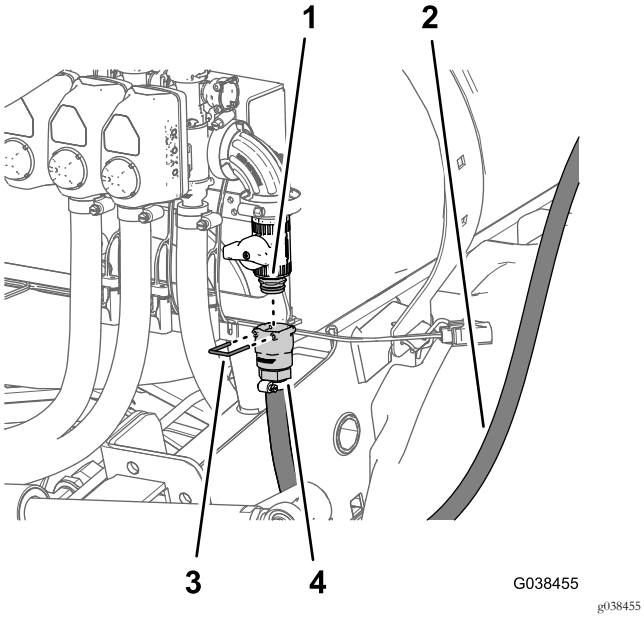

Figura 92
4. Monte a união de ligação rápida (tomada) do tubo à união de ligação rápida da válvula de corte da flange (Figura 92).
5. Monte as uniões de ligação rápida dos tubos e a válvula de corte do misturador com o retentor que foi fornecido com a união de ligação rápida do tubo (Figura 92).